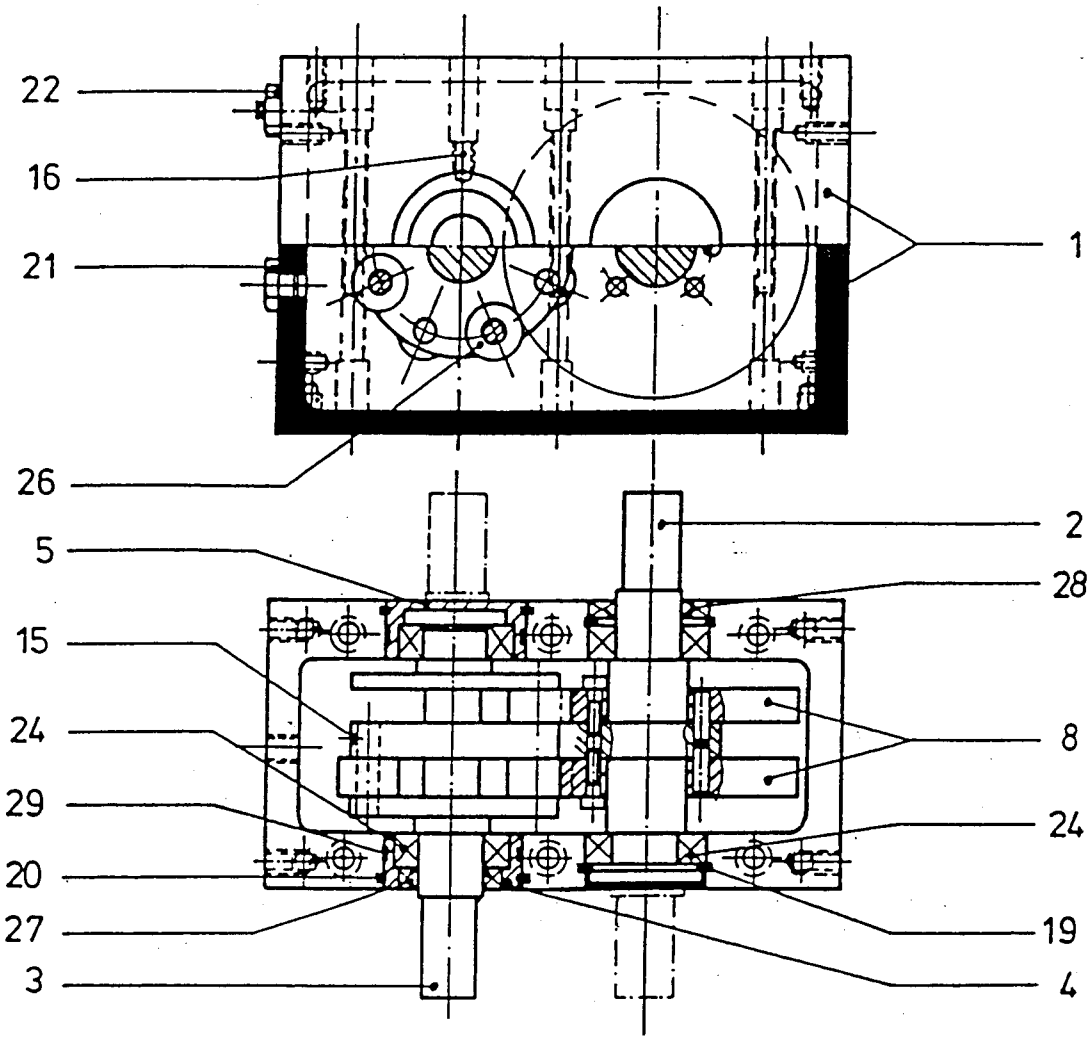

Figure 1
The standard drive units have the fixation holes on one of the four narrow sides, which allows the mounting of the unit in any position required. On special request we offer the possibility to construct the drive with mounting holes on one of the side walls (see fig. 1). Pay attention to specifying the position of installation of the drive unit, as we have to consider the disposition of the oil filling plug with venting valve and of the oil drain plug, which also serves for oil level control.
2.) Mark the position of the eccentric bushings (4) and (5), fig. 1, in the housing (1). Unscrew the two set screws (16) by 3 turns.
Replacement of the cam followers (see fig. 1)